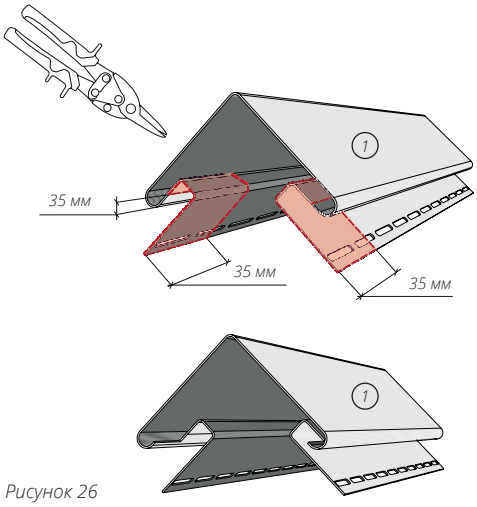
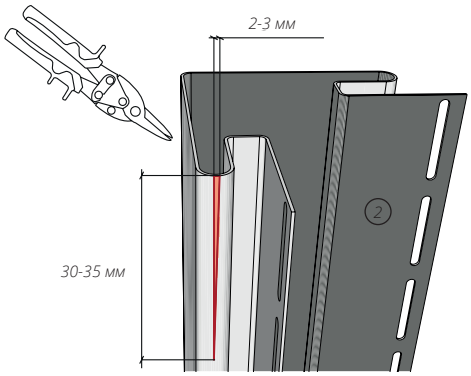

Рисунок 26
Рисунок 27
12.6 Если высота здания больше 3 метров, необходимо нарастить угол. Для этого срезаем верхнюю тыльную часть наращиваемого угла (рис. 26). В нижнем углу делаем вырез в виде треугольника на боковых ребрах согласно рис. 27. Вырез треугольника на боковых частях нижнего угла будет немного заметен, но уменьшит прогиб нижнего угла в соединении и позволит элементам оставаться более подвижными при тепловых расширениях и сжатиях. После монтажа, возможен небольшой прогиб в нижнем углу в месте соединения.